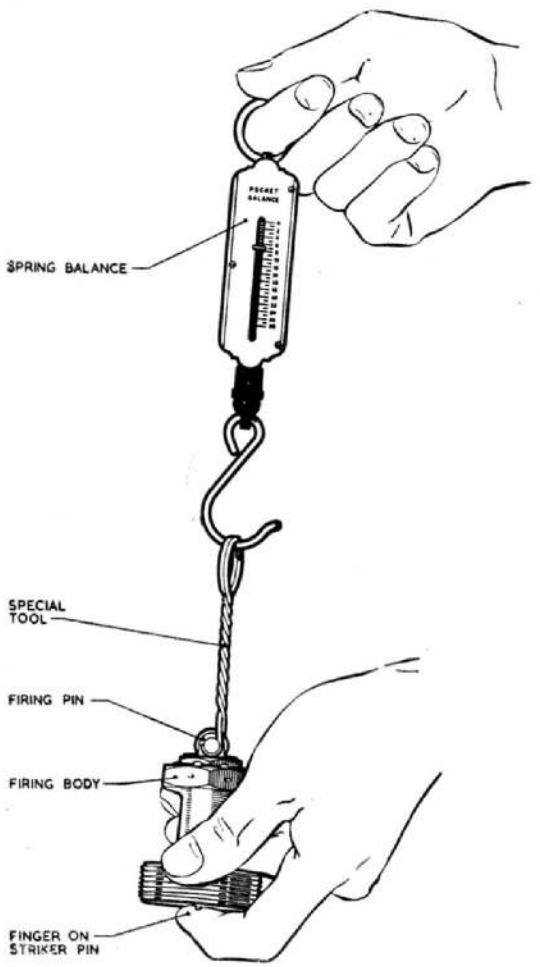

Fig. 9. Testing firing spring
(2) Remove the firing pin from the firing body. Using kerosine, wash any traces of grease from the firing pin and the interior of the firing body, then lightly lubricate with oil OM–13 (Stores Ref. 34B(43). Assemble the firing pin in the firing body.
(3) Lift the firing pin with the special tool (*fig.* 8) and check that the firing sear moves freely in the slot, and that the firing pin moves freely throughout its stroke. Remove the sear and check the initial compression of the firing spring by spring balance as shown in fig. 9. The firing pin should not start to move until 7 lb. is registered. The initial movement of the firing pin can be detected by holding the finger over the projecting end of the striker pin.
(4) If the action of the firing pin when checked as described in sub-para. (3) is unsatisfactory, the retaining nut should be unscrewed with a $\frac{5}{8}$ in. box spanner, after the tab of the brass locking washer is bent down, and the firing pin assembly should be renewed complete with a new locking washer. Ensure that the locking washer tab already bent down engages the slot in the top of the firing body, and after the retaining nut has been firmly screwed down, one of the other tabs should be bent up to lock it.
(5) Repeat the checks described in sub-para. (3)